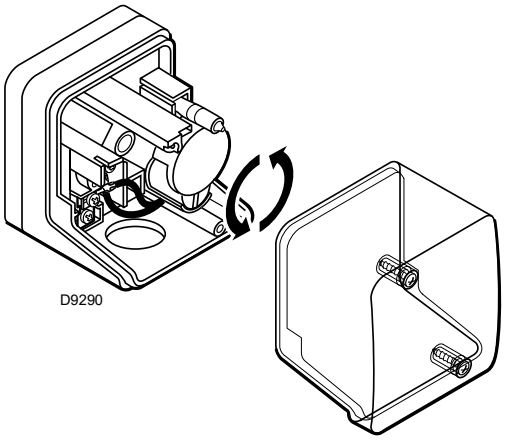

Fig. 54
- ➤ Adjust the low gas pressure switch to the start of the scale (Fig. 54, page 38).
Adjust the maximum gas pressure switch (Fig. 54) after making all other burner adjustments with the maximum gas pressure switch set to the end of the scale.
Adjust the minimum gas pressure switch (Fig. 54) after having adjusted the burner, the gas valves and the gas train stabiliser. With the burner operating at maximum output: